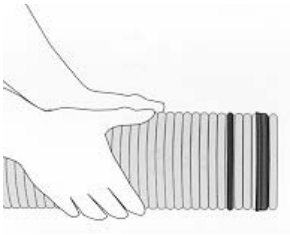

Figure 21
1. Make certain the elastomeric gasket is seated in the second corrugation on 4” conduit and the first corrugation on 6” conduit. Be sure the gasket is positioned as shown on Figure 21.
[1] See Figure 21 for Key-Lock™ picture.
[1] See Figure 21 for O-Ring Gasket Picture.